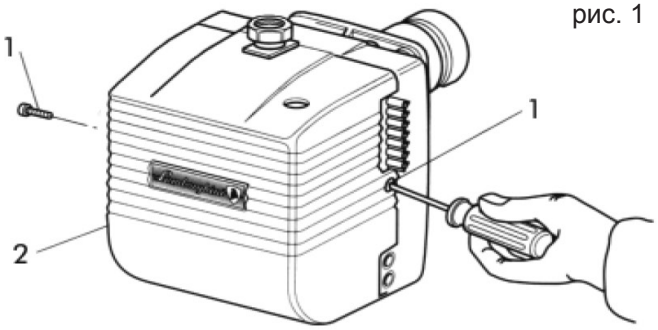

рис. 1
Для доступа к основным компонентам достаточно снять кожух, как показано на рис. 1. Техобслуживание головки горения выполняется следующим образом:
- Закройте газовый кран и отсоедините газовую рампу. Отверните винты (1) и снимите кожух (2) (рис. 1).